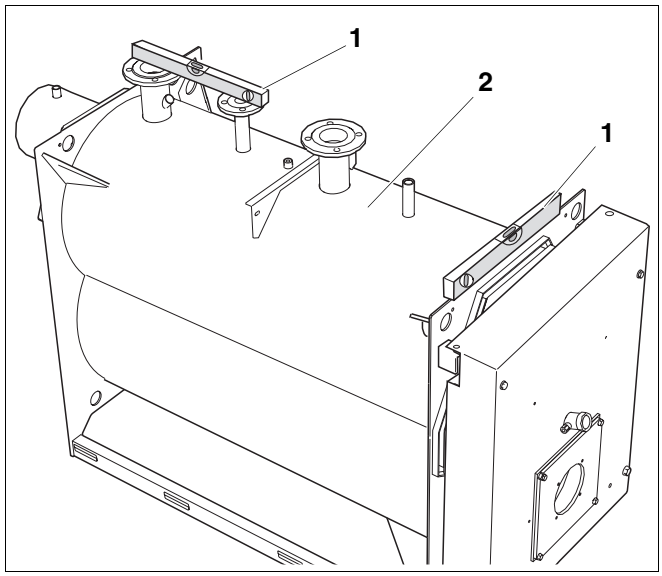

Рис. 7 Выравнивание отопительного котла
Котел (рис. 7, **поз. 2**) нужно выровнять по горизонтали и вертикали так, чтобы в нем не скапливался воздух.
- Выровнять отопительный котел (рис. 7, **поз. 2**), как показано на рис. 7 по горизонтали и вертикали, используя уровень (рис. 7, **поз. 1**).